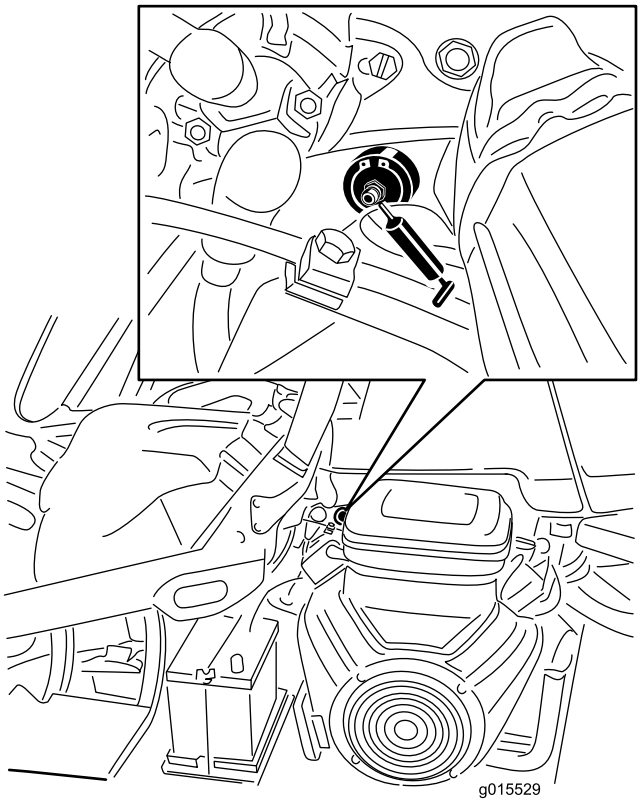

**Figuur 40**
1. Veeg de smeernippel schoon zodat er geen ongerechtigheden kunnen binnendringen in het lager of de lagerbus (Figuur 40).